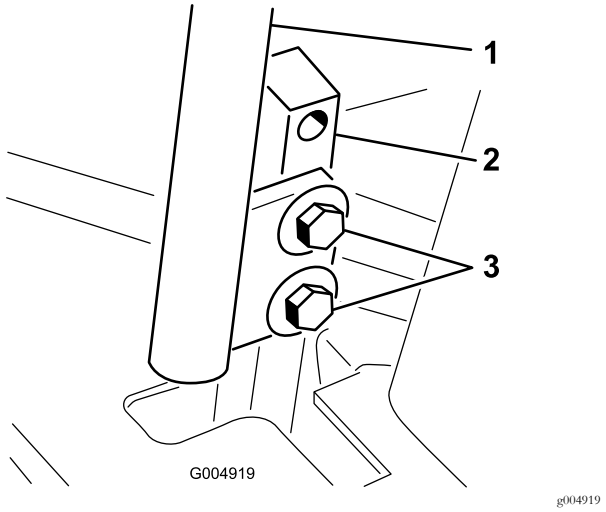

Figur 59
3. Løsn boltene, der fastgør bevægelseshåndtagene (Figur 59).